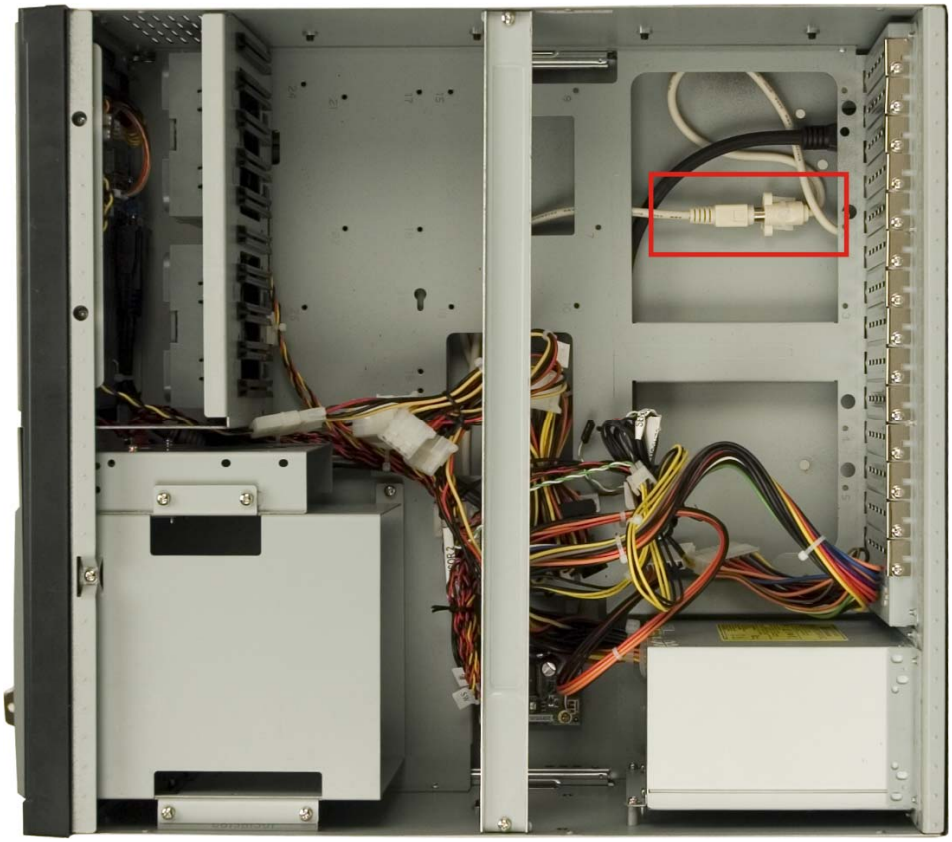

Figure 4-14: Internal PS/2 Connector
Step 3: Connect the keyboard PS/2 connector to the internal PS/2 connector (**Figure 4-14**).